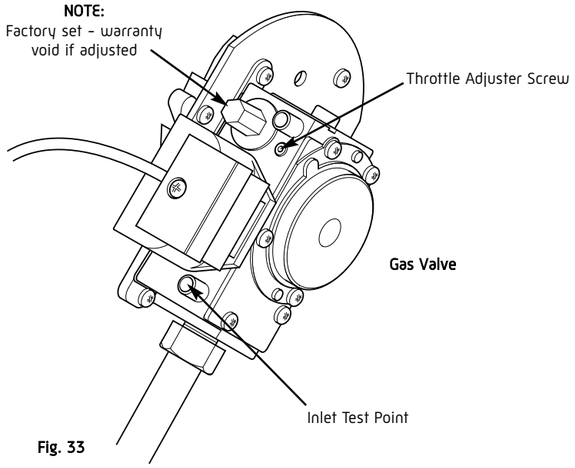

Fig. 33
1. With the boiler firing at maximum gas rate, check that the inlet pressure at the appliance is 19mbar +/- 1mbar when measured at the inlet pressure test point (Fig. 33).